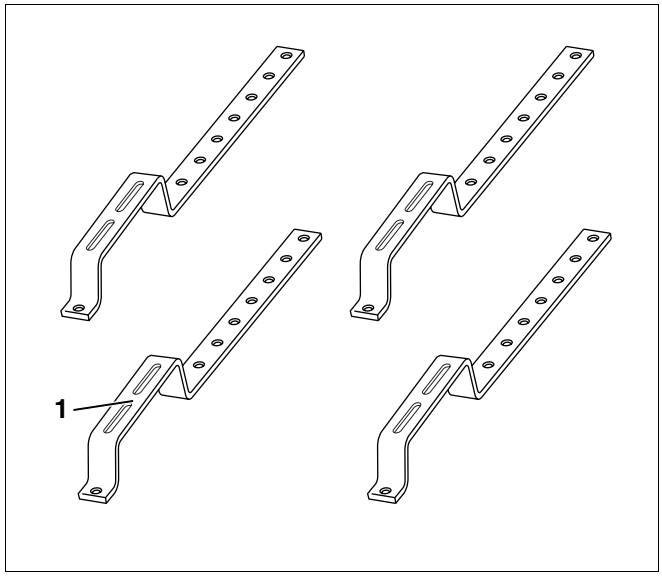

Afb. 7 Montageset specifieke dakhaken – toebehoren
4.2.6 Montageset specifieke dakhaken (voor dakbedekking met leien en beverstaartpannen; toebehoren; per collector) – afb. 7